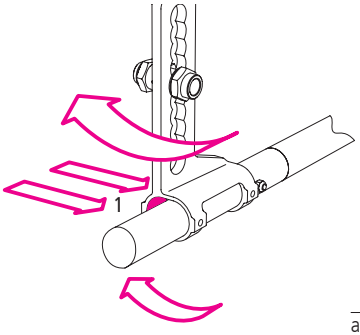

afb. 51
3. Plaats vervolgens beide halve manen en de bouten (1, afb. 51) weer aan de andere kant.